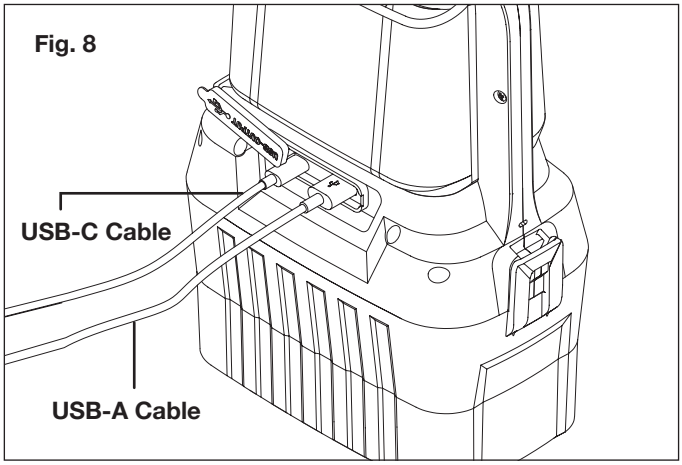

Fig. 8
3. Connect one end of the USB cable (not included) to your USB device (Fig.8).
4. Connect the other end of the USB cable (not included) to the USB charging port to begin charging the device (Fig.8).